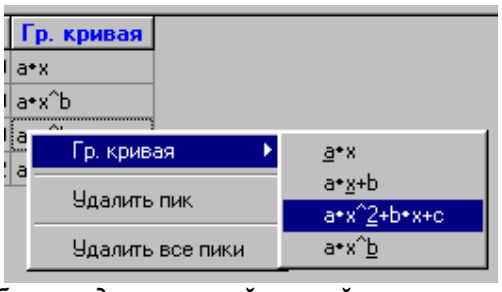

Рис.46 Выбор градуировочной кривой в контекстном меню
мыши (по умолчанию выставляется прямая из нуля) как показано на рис.46 или непосредственно на графике градуировочной кривой (рис.46а), который можно увидеть нажав на кнопку .
Рис.46а Выбор градуировочной кривой на графике
На графике (рис.46а) по вертикальной оси откладывается концентрация умноженная на количество введенной пробы (C), а по горизонтальной оси площадь (S) или высота (h) в зависимости от выбора параметра расчета концентрации.